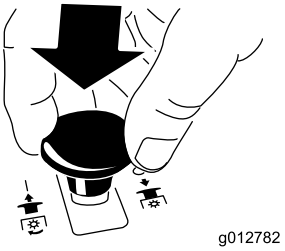

**Figur 11**
- Skyv knivkontrollbryteren (kraftuttaket) ned til Av (Figur 11).